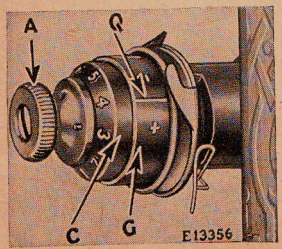
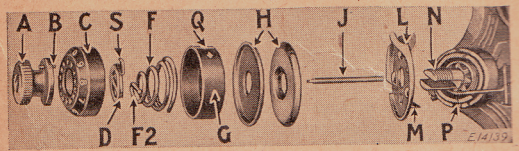
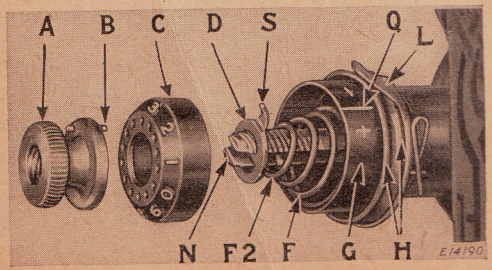

FIG. 18. NEEDLE THREAD TENSION
Fig. 19. Needle Thread Tension Disassembled
Fig. 20. Reassembling and Replacing the Tension
The numbered dial (C, Fig. 18) is marked with numbers ranging from 0 to 9, which indicate different degrees of tension which can be produced. The numbers do not denote a particular size of thread.
CAUTION—It is important for the tension thumb nut (A, Fig. 18) to have a firm fit on tension stud (N, Fig. 19), to keep the numbered dial (C) in the position set for the required tension. To remedy a loose fit of the nut, remove parts A, C, D, F and G, Fig. 20, and slightly spread the stud, then re-assemble the parts as instructed on pages 22 to 24 inclusive.
NOTE: The needle thread tension, Figs. 18 to 20 inclusive, is correctly adjusted at the factory to produce the complete range of tensions with one revolution of the thumb nut (A).
Turn the thumb nut (A, Fig. 19) away from you (toward the left) until it stops at "0" on the numbered dial (C); then press in the dial to disengage the pin (B) in the thumb nut and remove the thumb nut, dial, stop washer (D), tension spring (F), indicator (G), the two tension discs (H), thread guard plate (L), and the tension releasing pin (J), as shown in Fig. 19. To remove the pin (J) from the stud (N), take off the face plate and tilt it so that the pin will drop out.
Replace the face plate, insert the tension releasing pin in the stud, place the thread guard plate on the stud, being sure that the lug (M, Fig. 19) engages the short recess (P) to prevent the plate from turning on the stud. Next, place the two tension discs (H) on the stud, having the flat thread-bearing sides of the discs together; then replace the indicator (G) with the large open side facing end of stud so that the plus and minus signs will be readily seen from a sewing position as shown in Fig. 20. Insert the tension spring (F) in the indicator so that the first half turn of this spring will straddle the lower half of the tension stud. Guide the stop washer (D) onto the stud so that the extension (S) will be above the tension stud as shown in Fig. 20.